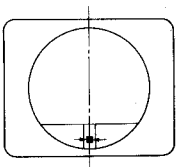

Fig.4 Position de visualisation
(1) Régler l'appareil sur une émission de mire TDF.
(2) Appuyer sur le bouton optimum et régler VR701 (display position) pour que la visualisation soit au milieu de l'écran (Fig. 4).